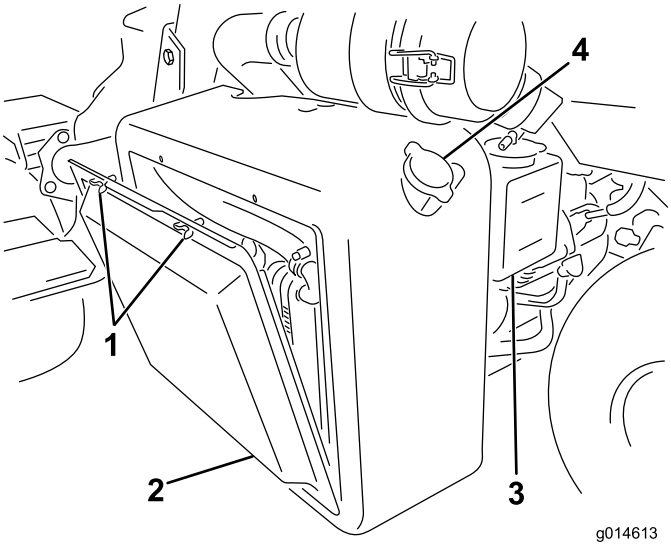

Figur 51
1. Afmonter kølergitteret (Figur 51).